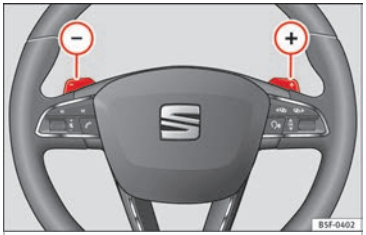

Fig. 170 Steering wheel: automatic gearbox levers
– Press the gearshift paddle (+) to select a higher gear ››› **Fig. 170**.